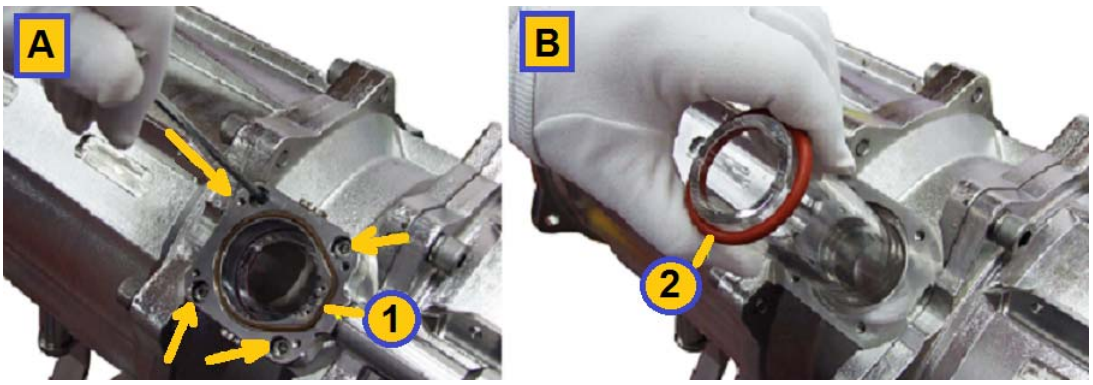

Figure 11-20: Replacing the Quartz Tube (Generic View 1)
- Two O-rings (See view **B** in **Figure 11-20** below)